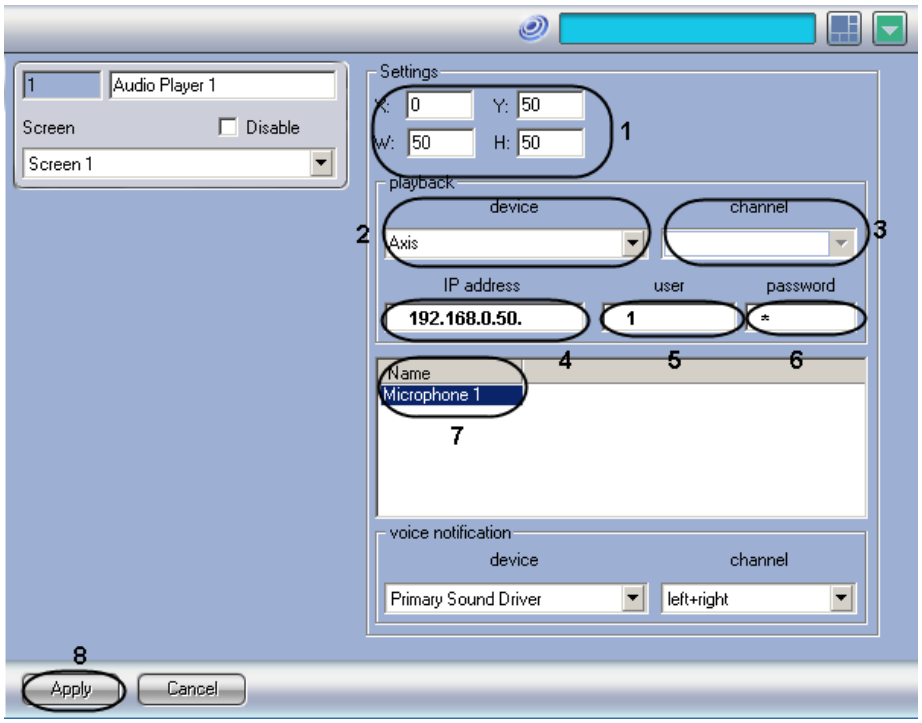

Figure 8.8-36. Setup example of audio signals' playback with the help of Audio Player
1. Go to the tab of setting up interface object“Audio Player” (Figure 8.8-36).
1. Enter the settings of the "Audio player" interface box (Figure 8.8-36, 1).
2. Select the required IP-device from the dropdown list Device (Figure 8.8-36, 2).
3. From the dropdown list Channel, select the required audio signals'playback channel (Figure 8.8-36, 3).
4. In the field IP address enter the IP address of the selected IP-device (Figure 8.8-36, 4).
5. If necessary enter user name and password in the fields User and Password to connect to the selected IP-camera (Figure 8.8-36, 5-6).
6. From the dropdown list in the colomn Name select the object's name Microphone, from which audio signal has to be transmitted to the selected IP-device (Figure 8.8-36, 7).
8. Click the "Apply" button to save all the changes. (Figure 8.8-36,8).